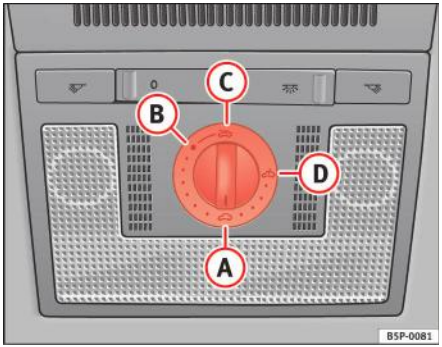

Fig. 67 Descrierea capitonajului: buton rotativ pentru trapa glisantă/rabatabilă
– Rotiți butonul rotativ în poziția (A) ⇒ fig. 67 ⇒ ⚠.